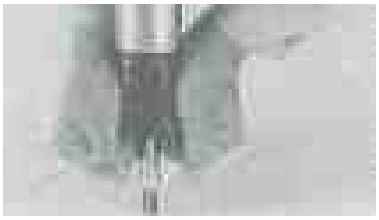

Fig.32
## 4-B-3 FCD−40−8 ～ FCD−100−144　分解手順（Fig.32参照）
③ ピストンからBFダイヤフラムF Ass'yを外す。（Fig.32）
## 4-B-4 FCD−40−8 ～ FCD−100−144　組み立て手順（Fig.32参照）